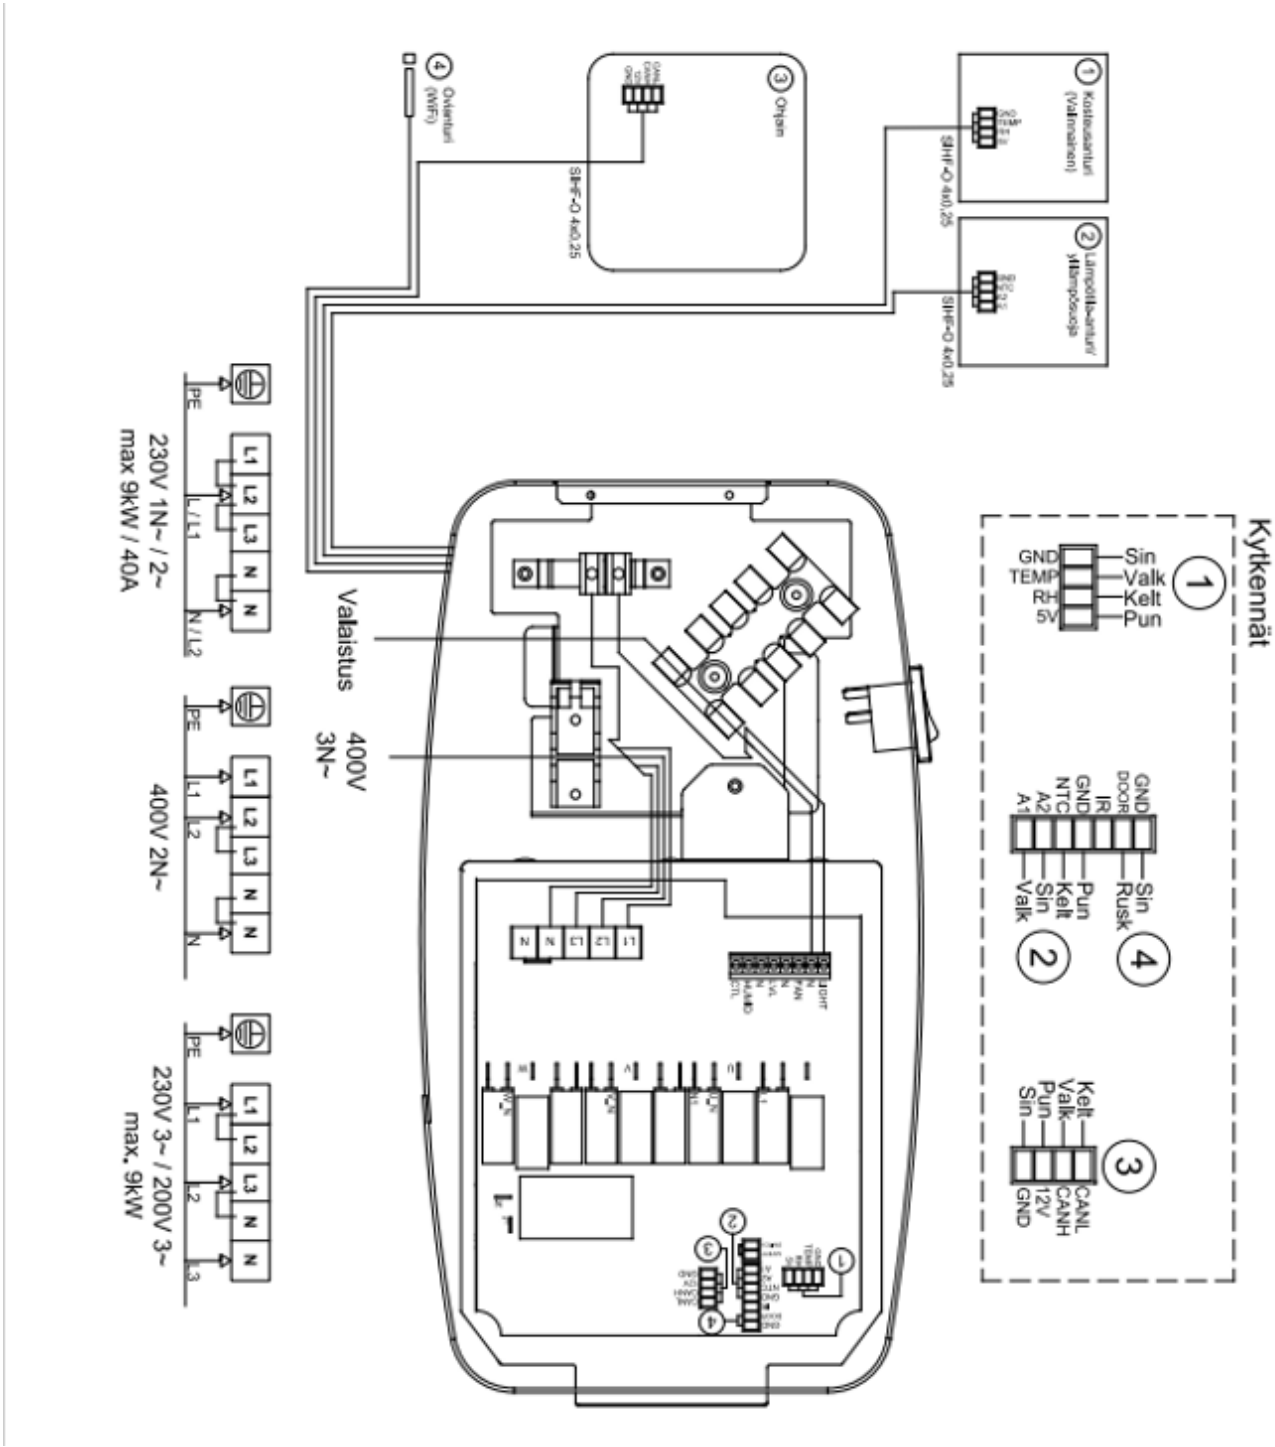

Рисунок 5.3-1. Схема підключення
6. Після встановлення та підключення компонентів системи керування можна підключити кабель живлення до обігрівача сауни відповідно до схеми підключення (рис. 5.3-1). Кабель живлення – це гумовий кабель типу H07RN F або еквівалентний. Поперечний переріз кабелю та розмір запобіжника наведено в таблиці 6.1-2. Роз'єм плати CTL може використовуватися для керування електричним опаленням приміщення. Коли обігрівач сауни вмикається з контролера, на роз'єм CTL подається напруга 230 В. Цей роз'єм забезпечує керуючу напругу на контактори електричного центру приміщення. Керуючу напругу можна використовувати для вимкнення електричного опалення під час використання сауни. Кабель живлення обігрівача сауни повинен бути 7-контактним типу H07RN F або еквівалентним гумовим кабелем, якщо використовуватиметься система керування електричним опаленням приміщення (CTL).